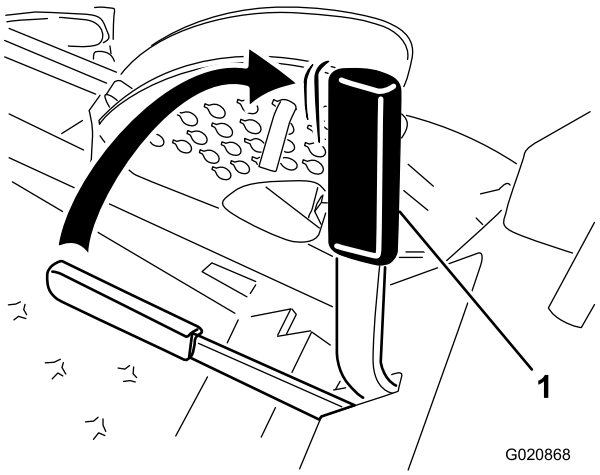

Rysunek 13
2. Pociągnij dźwignię hamulca postojowego do góry i do tyłu, aby zaciągnąć hamulec postojowy (Rysunek 13).